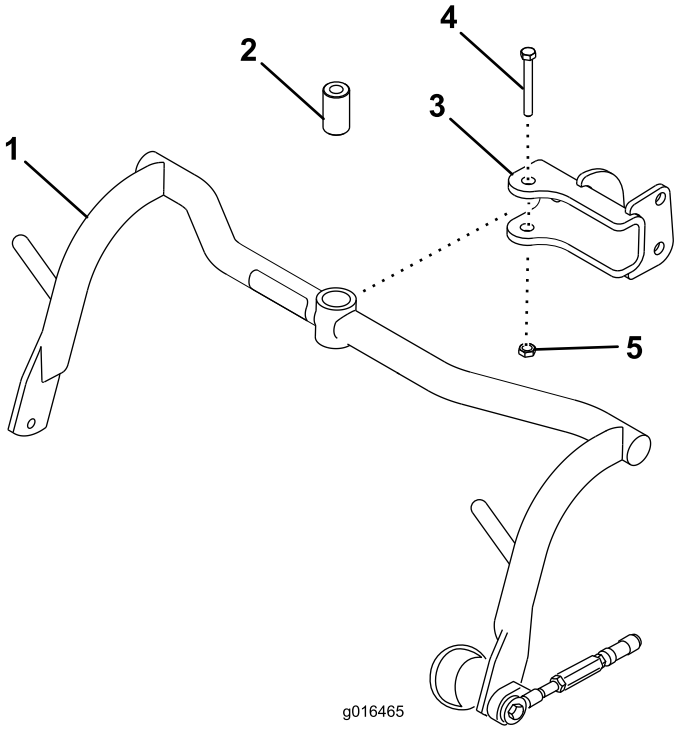

Figur 8
1. Fest en bæreramme på hver splittpinne med et avstandsstykke, 1/2 x 3-1/4 tommers bolt og 1/2 tommes låsemutter (Figur 8). Stram til med et moment på 91–113 Nm.